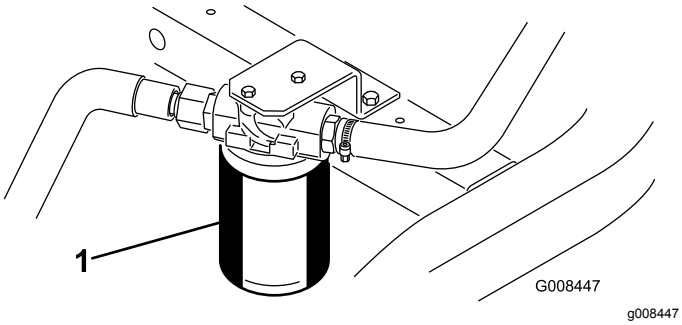

Figur 51
1. Rengör runt området där filtret monteras (Figur 51). Ställ ett avtappningskärl under filtret och ta bort filtret.